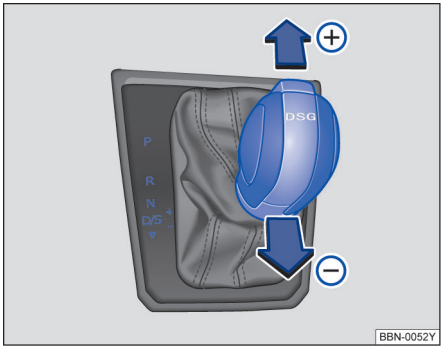

图 104 选档杆在 Tiptronic 手动电控换档程序位置上。
- 向前 ⊕ 或向后 ⊖ 短促按压选档杆，即可换高档或降档 ⇒图 104。